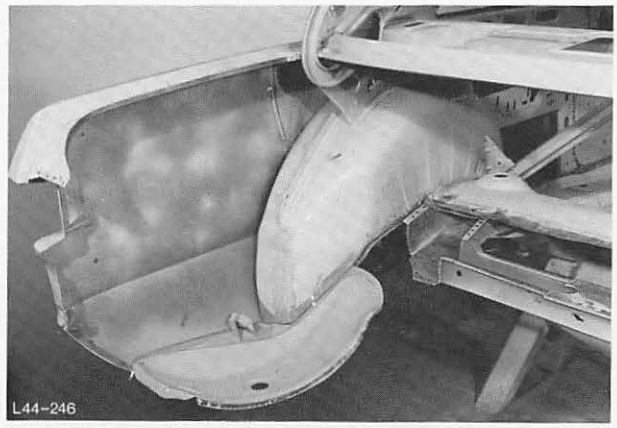

Abb. 261 Punktflansche putzen
3. Punktflansche putzen und richten, Abb. 261.